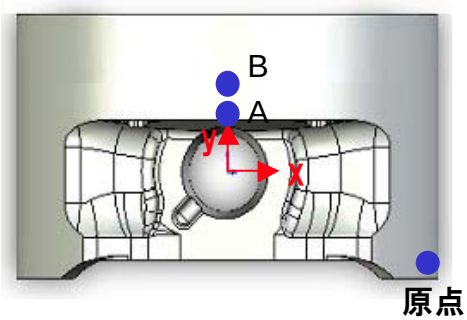

図3　ピストンの模式図
- ピストン：原点（x=43, y=-18, z=0）、A（x=0, y=10, z=24）、B（x=0, y=18, z=29）の3点（図3参照）。x、y、z方向の歪を測定。原点からの3方向歪差から応力を算出。ヤング率：81.1GPa、ポアソン比：0.34を使用。測定時間：1h／点